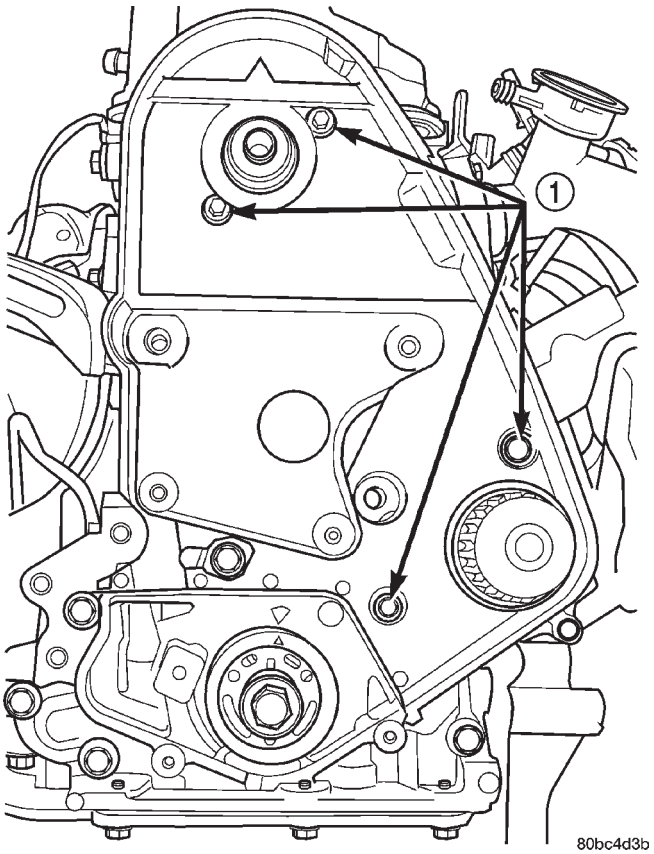
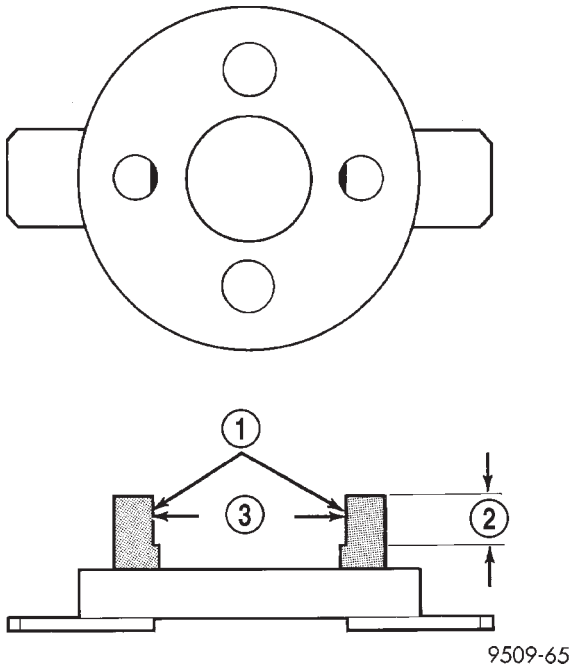

Abb. 65 Hintere Zahnriemenabdeckung
Abb. 66 Modifikation an Spezialwerkzeug C-4687-1
(1) Vordere Zahnriemenabdeckung entsprechend den Hinweisen in diesem Abschnitt abbauen.
(2) Zahnriemen und Zahnriemen-Spannvorrichtung ausbauen. Näheres hierzu siehe Hinweise in diesem Abschnitt.
(3) Zum Lösen der Befestigungsschraube Nockenwellenrad mit Spezialwerkzeug C-4687 und modifiziertem Adapter C-4687-1 (Abb. 66) festhalten.
(4) Nockenwellenrad abbauen.
(5) Befestigungsschrauben der hinteren Zahnriemenabdeckung lösen (Abb. 65).
(6) Hintere Zahnriemenabdeckung abnehmen (Abb. 65).
(1) Hintere Zahnriemenabdeckung einbauen und Schrauben mit einem Anzugsmoment von 12 N·m (105 in. lbs.) festziehen (Abb. 65).
(2) Nockenwellenrad einbauen. Nockenwellenrad mit Spezialwerkzeug C-4687 und modifiziertem Adapter C-4687-1 festhalten und dabei Befestigungsschraube mit einem Anzugsmoment von 101 N·m (75 ft. lbs.) festziehen.
(3) Spannvorrichtung des Zahnriemens und Zahnriemen einbauen. Näheres hierzu siehe Hinweise in diesem Abschnitt.
(4) Vordere Zahnriemenabdeckung einbauen und dazu die Hinweise in diesem Abschnitt beachten.